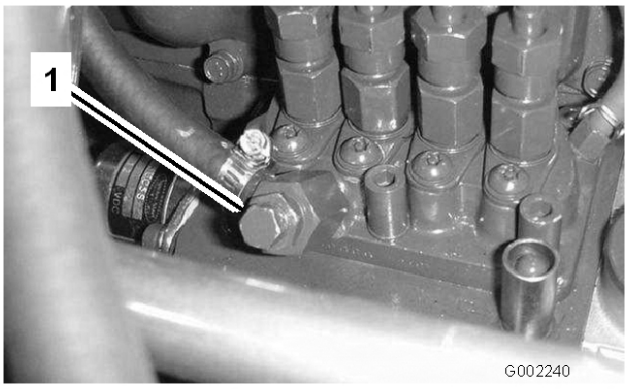

Figur 43
7. Åbn udluftningsskruen på brændstofindsprøjtningspumpen (Figur 43).